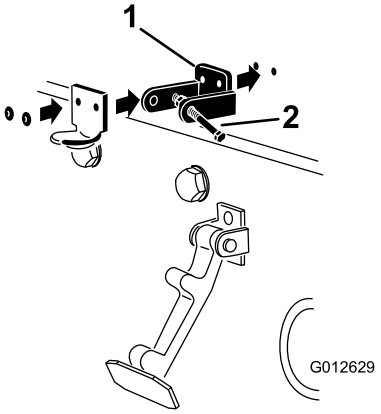

Figur 7
3. Plasser CE-låsebraketten og panserlåsbraketten på panseret på linje med monteringshullene. Låsebraketten må være mot panseret (Figur 7). Ikke fjern bolten og mutteren fra låsebrakettarmen.
5. Nagle brakettene og skivene til panseret (Figur 7).